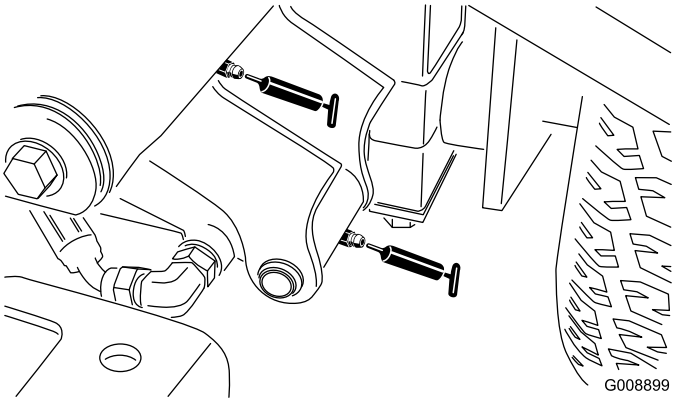

**Figur 55**
- Forreste venstre løftearms drejetap og løftecylinder (2) (Figur 55)